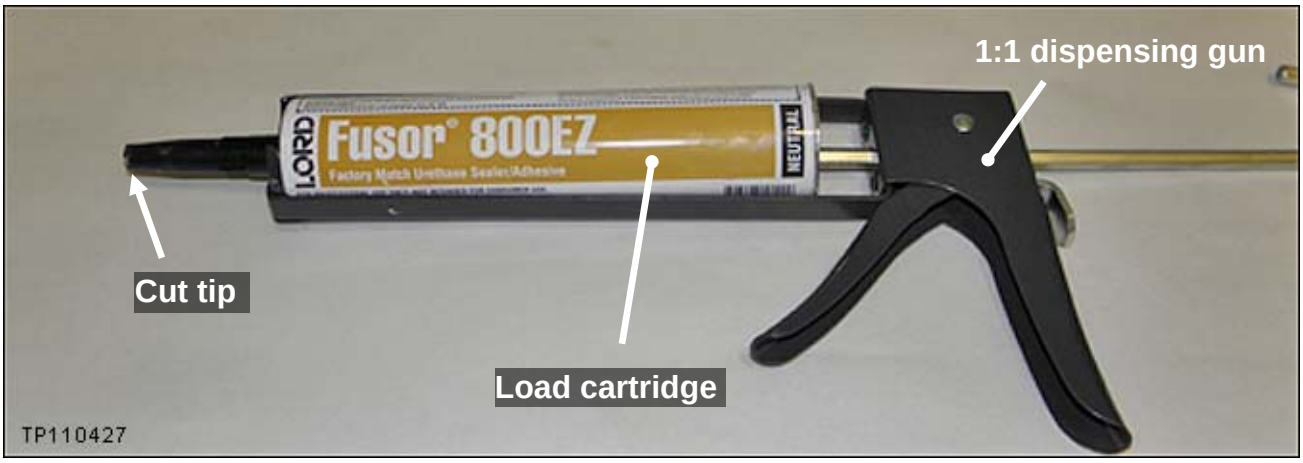

Figure RB30
a. Load the cartridge into a 1:1 dispensing gun (see Figure RB30).